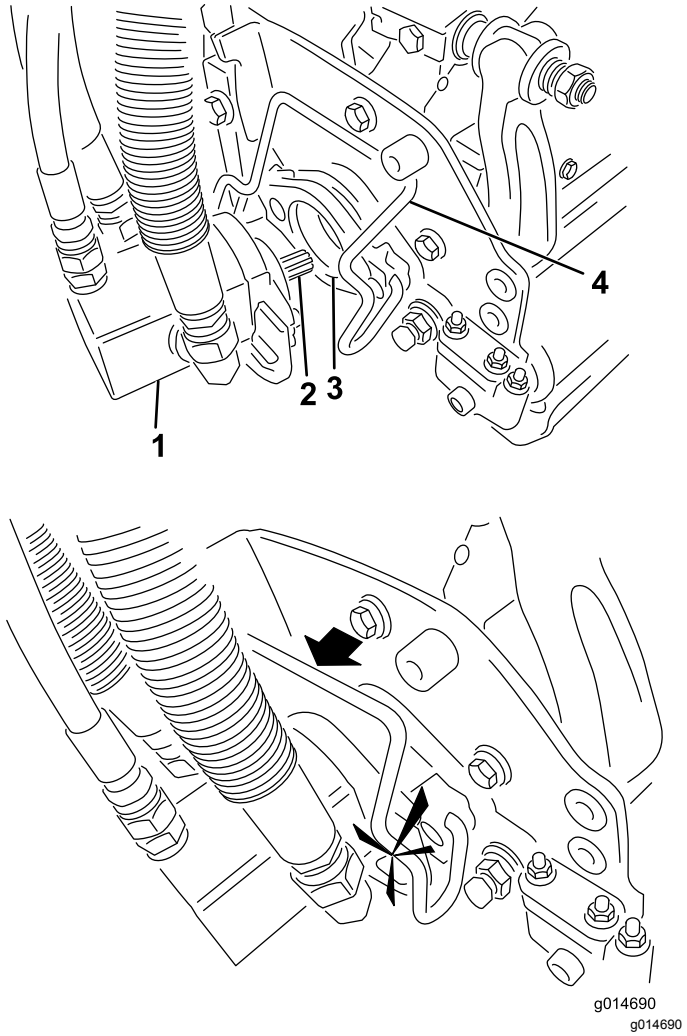

**Figur 47**
5. Stryk på rent fett på klippenhetsmotorns räfflade axel (Figur 47).
6. För in motorn på vänster sida av klippenheten (sett från förarsätet) och dra motorfäststaget på klippenheten mot motorn tills du hör ett klickljud från båda sidorna av motorn (Figur 47).